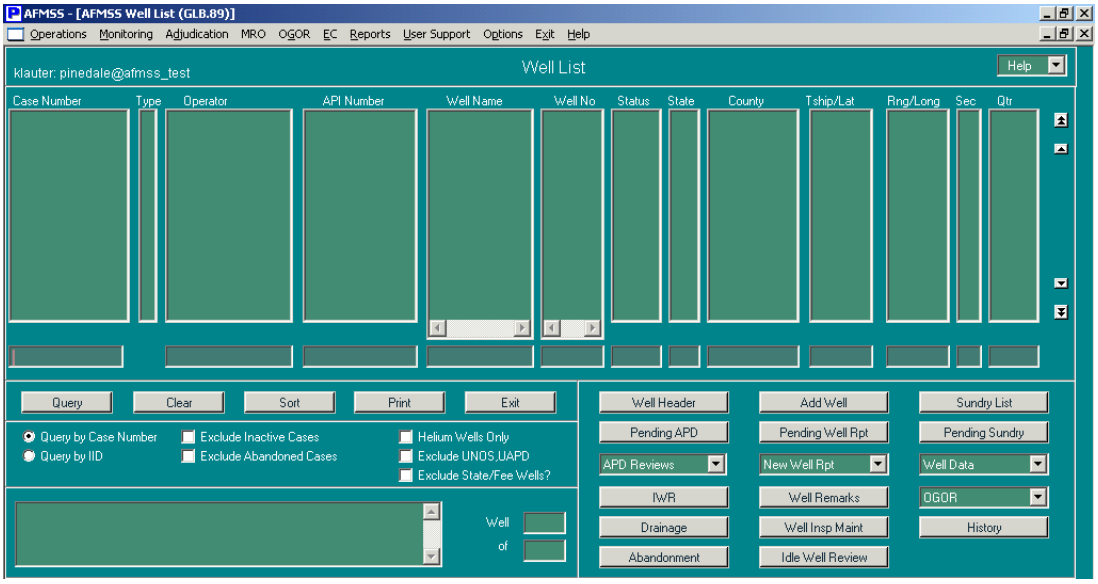

Figure 3-24: Non-Indian AFMSS Well List (GLB.89) Window
1. Open the *Non-Indian AFMSS Main Menu* and select **Operations**. Click on **Wells** to launch the *Non-Indian AFMSS Well List (GLB.89)* window (Figure 3-24).